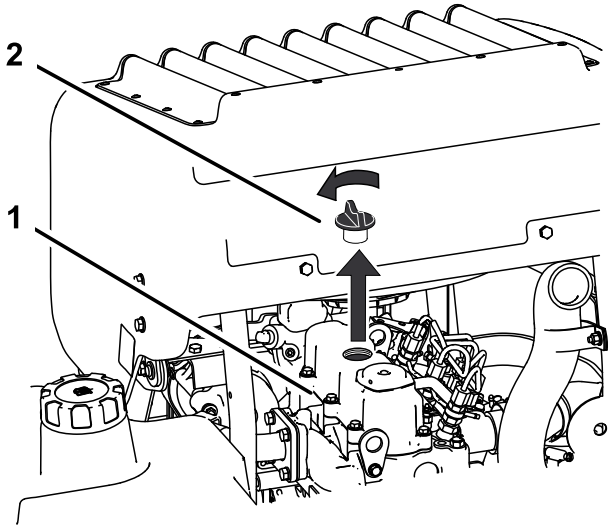

**Figuur 49**
6. Verwijder de vuldop op de bovenkant van de motor (Figuur 49). Hierdoor kan de olie makkelijker weglopen.
2. Verwijder de vuldop en de peilstok (Figuur 49).